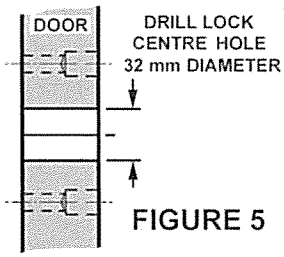

FIGURE 5
5. Remove Lock Body from door & drill four 10mm diameter holes through door, then counter bore each 15mm diameter x 25mm deep from the outside. (Fig. 4) Drill Lock Cylinder hole 32mm diameter. (Fig. 5)